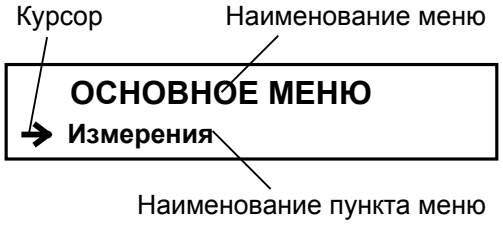

Рис. 1. Вид основного меню.
1.1.1. Для управления расходомером с клавиатуры ВП используется многоуровневая система меню (Приложение А), состоящая из основного меню, подменю и окон, содержащих списки команд и параметров. Основное меню (рис.1) имеет неизменный состав. Состав и структура подменю и окон, а также возможности модификации установочных параметров определяются режимом работы расходомера.
1.1.3. Индикация на дисплее состоит из наименования меню (окна), располагающегося неподвижно в первой строке дисплея жидкокристаллического индикатора (ЖКИ), и наименований пунктов меню (параметров), которые могут смещаться вверх или вниз (рис.1).